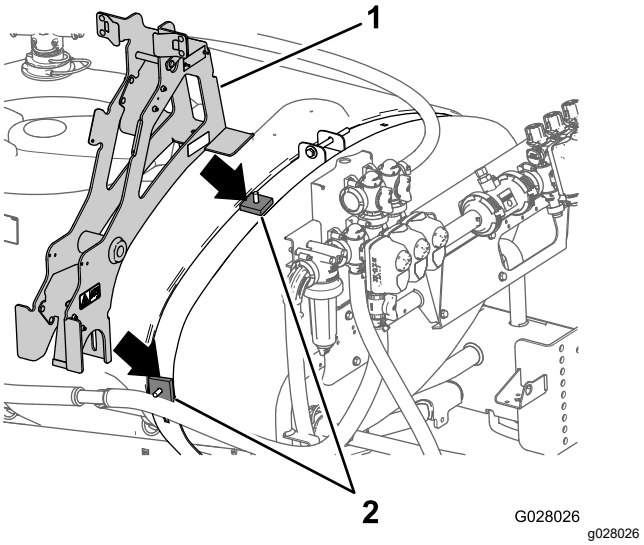

Rysunek 3
5. Załóż 2 kwadratowe elementy dystansowe na wcześniej założonych śrubach zamkowych (Rysunek 3).
6. Zamontuj główną ramę wsporczą na kwadratowych elementach dystansowych i śrubach zamkowych w sposób pokazany na Rysunek 3.